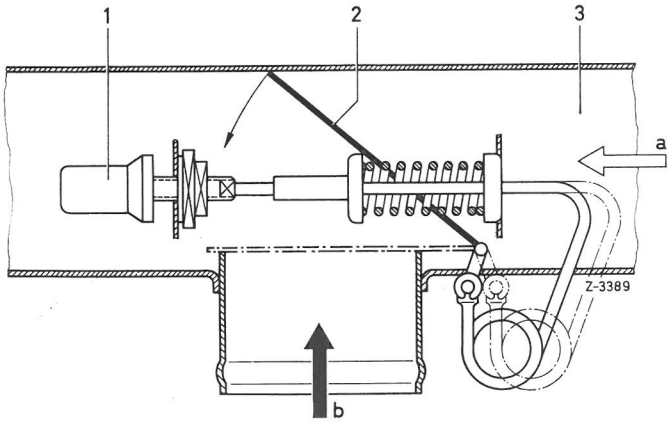

Fig. 09-2/1
Opvarmningen af indsugningsluften reguleres automatisk med en termostat (1), der er indbygget i luftfilterets indsugningsrør. Indtil ca. 15°C er varmluftklappen (2) helt åben, og over 28°C helt lukket (fig. 09-2/1).